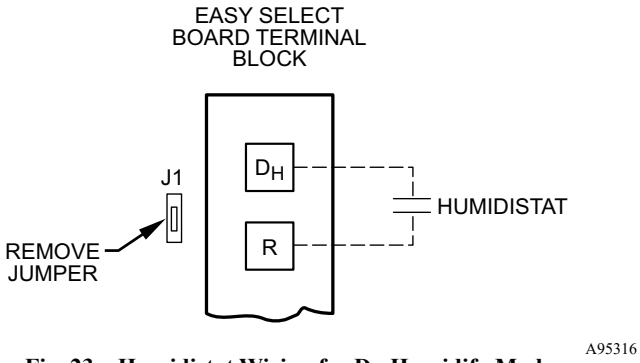

Fig. 23 – Humidistat Wiring for De-Humidify Mode
Easy Select Board terminals HUM1 and HUM2 are provided for direct connection to the low-voltage control of a humidifier through a standard humidistat (see Fig. 22). These terminals are energized with 24VAC when G thermostat signal is present (see Fig. 23). Alternately, the 24VAC signal may be sourced from the W and C terminal block connections when electric heaters are used as primary heating source.
Latent capacities for systems using the Fan Coil are better than average systems. If increased latent capacity is an application requirement, the field wiring terminal block provides connection terminals for use of a standard humidistat. The Fan Coil will detect the humidistat contacts opening on increasing humidity and reduce its airflow to approximately 80% of nominal cooling mode airflow. This reduction will increase the system latent capacity until the humidity falls to a level which causes the humidistat to close its contacts. When the contacts close, the airflow will return to 100% of the selected cooling airflow. To activate this mode, remove Jumper J1 and wire in a standard humidistat (see Fig. 23).
5. Verify low-voltage control signals to motor. The motor receives its control signals through the 12-pin plug (PL-1) on Easy Select Board and 16-pin plug on wiring harness (see Troubleshooting Example). The combinations of pins energized will determine motor speed (see Fig. 23). SeeFig. 20 for circuit board, low-voltage screw terminals energized and for voltage present at each pin on 12-pin plug (PL-1). See Fig. 20 for pin number on 16-pin plug which should have voltage when Easy Select Board screw terminals have 24VAC.